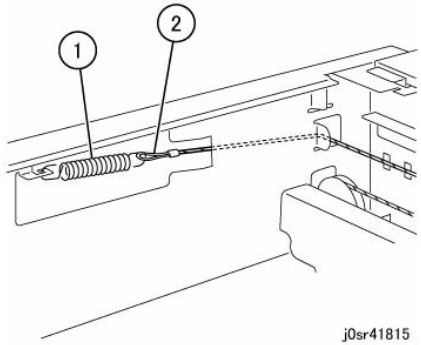

Figure 2 Remove the Carriage Cable
6. Remove the Carriage Cable. (Figure 2)